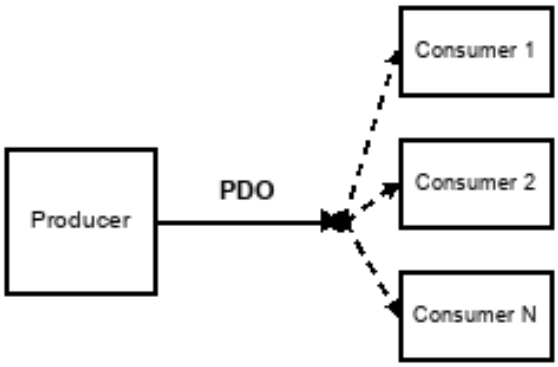

Figure B.9 Producer-consumer model
3. Process Data Object (PDO): PDO is used to transmit real-time data and follows the producer-consumer model shown in Figure B.9. The data length is limited to 1~8 bytes. A PDO communication object has the following characteristics: